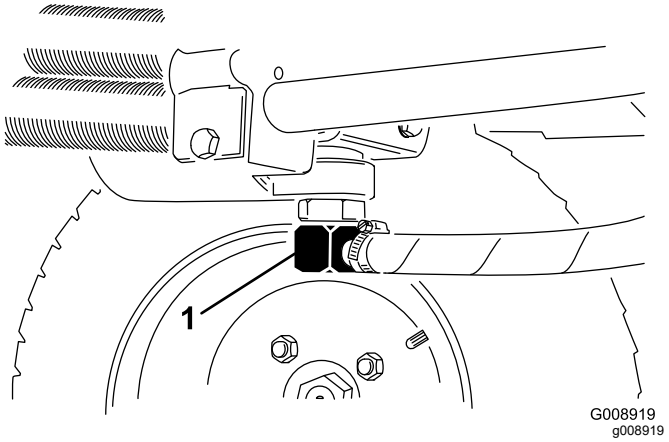
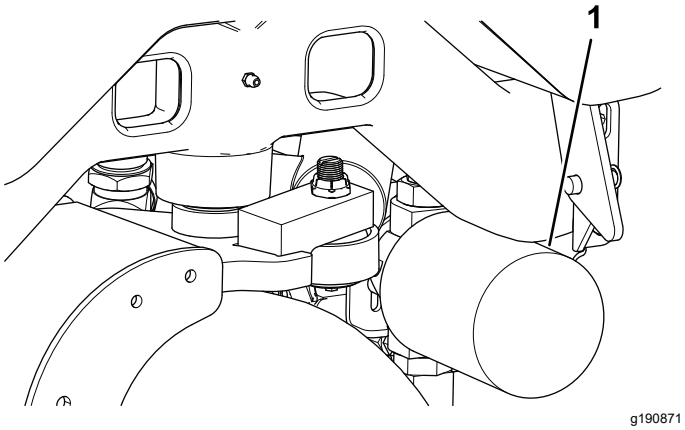

Figur 75
Figur 76
3. Koble fra hydraulikkledningen (Figur 75) eller fjern det hydrauliske filteret, (Figur 76) og la den hydrauliske oljen renne ned i et tappefat.
4. Plasser et tappefat under filteret (Figur 76), og ta ut filteret.